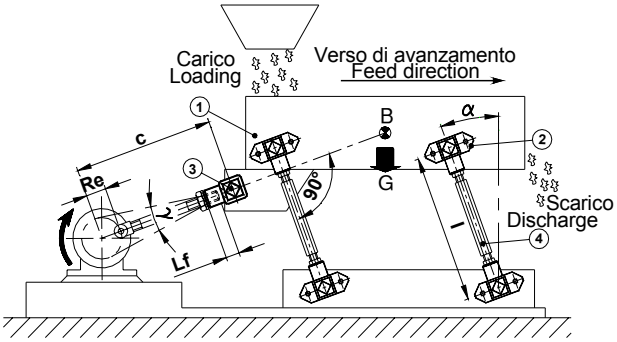

Fig.1
在图 1 中所示的系统是用于建造中等尺寸和长尺寸散装物料输送的最简单经济的方法。这项设备需要一条滑槽 (1), 由弹性悬架(2)支撑，由曲柄连杆制动系统(3)制动。因振动槽可用于直至 1.6g 的加速，这些输送机由坚硬的结构设计，牢固地在地面固定。由于这些因素，有必要正确地计算机器的尺寸，而且适当 VIB 弹性组件的选择有助于对振动的吸收和振动槽的最佳运作。
The system illustrated in fig. 1 is the most simple and inexpensive method to build conveyors for medium to large sized unpacked material. This system consists of a sliding chute (1) supported by elastic suspensions (2) actuated by a connecting rod-crank device (3). These conveyors are used with rigid structures and are firmly fixed to the ground because the vibrating channel may work with accelerations up to 1.6 g. Given the above, correct dimensioning of the machine is essential, while the appropriate choice of the VIB elastic elements improves the vibration absorption and optimizes the execution of the vibrating channel.